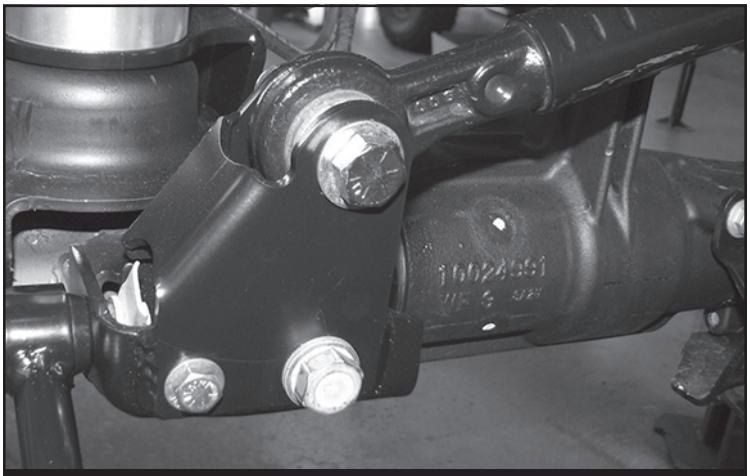

FIGURE 14 - STEP 15
15. Re-install the track bar using the supplied 9/16” X 3” bolt, nut and washers. Torque to 153 ft-lbs. **SEE FIGURE 14**